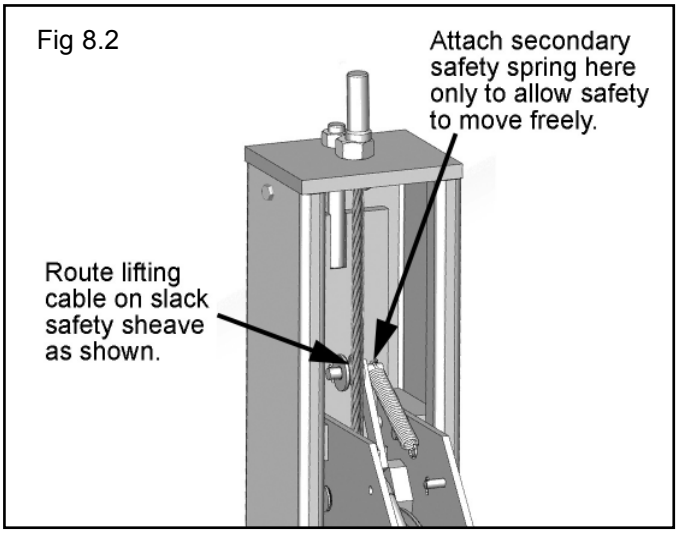

Fig 8.2
2. Route the threaded Cable ends through the ends of each Cross Tube, over the Slack Safety Sheave then to the top of each Column. Secure using the M22 hex nuts and flat washers. Tighten each nut until there is at least one inch of threads protruding through the top of the nut. The Cables will remain loose until start up and final Cable adjustments are made. (See Fig. 8.2 - 8.3)